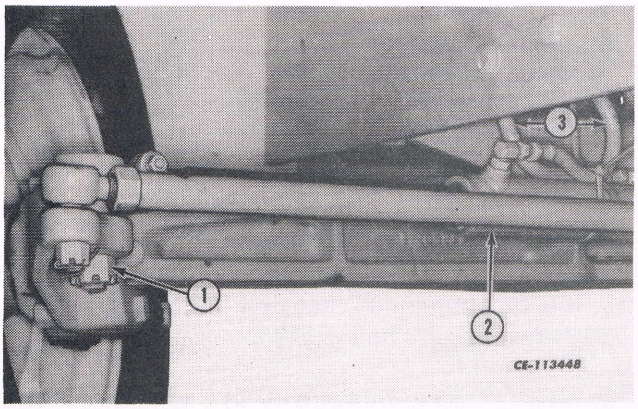

Fig. 27
4. Reconnect cylinder hose. (See 3, Fig. 27).